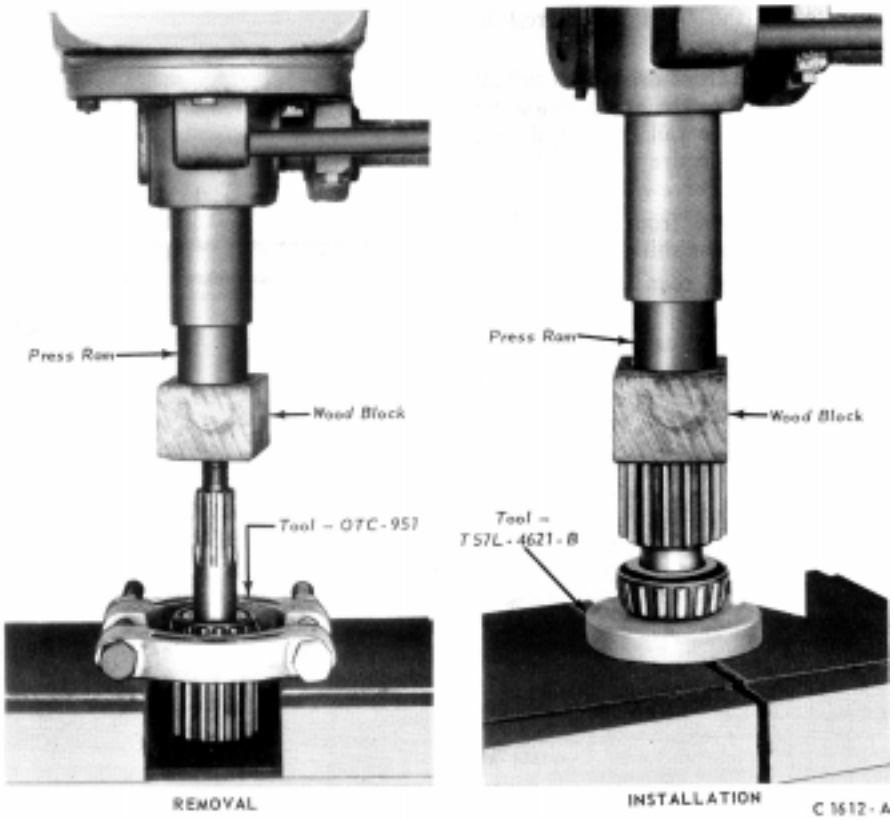

FIG. 6-15—Replacing Output Shaft Inner Bearing
7. Remove the inner bearing from the output shaft with the tool shown in Fig. 6-15.
8. Press the shaft onto the inner bearing with the tool shown in Fig. 6-15.